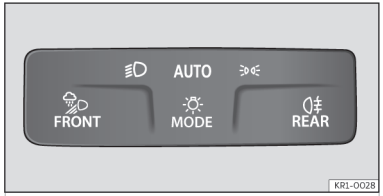

Fig. 91 Dash panel: light panel.
- Switch on the ignition and select mode AUTO on the headlight control >>> Fig. 91.
- Switching off mode AUTO on the headlight control >>> Fig. 91.